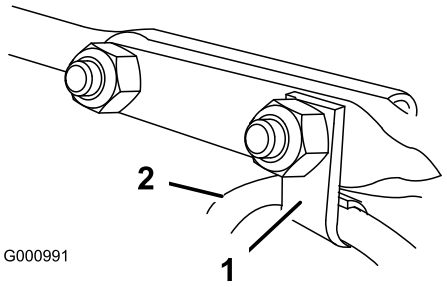

Bild 11
6. Setzen Sie die Kabelklemme, die das Ablenkkabel stützt, auf die vordere Schlossschraube auf. Befestigen Sie die Schlossschrauben mit den Sicherungsmuttern aus der Tasche mit den lose mitgelieferten Teilen (Bild 11).